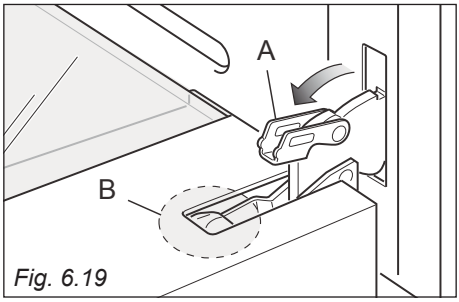

Fig. 6.19
- Fully open the lever "**A**" on the left and right hinges. (fig. 6.19).
- Gently close the door until left and right hinge levers "**A**" are hooked to part "**B**" of the door (figs. 6.19, 6.20).